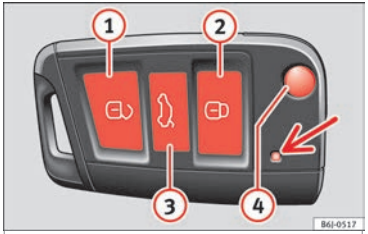

Rys. 135 Przyporządkowanie przycisków na kluczyku z pilotem.
Używając przycisku ④ ››› **rys. 135** na pilocie, zwalnia się trzpień kluczyka.
Odryglowanie samochodu ››› **rys. 135** ①.
Ryglowanie samochodu ››› **rys. 135** ②.
Odryglowanie pokrywy bagażnika. Nacisnąć przycisk ››› **rys. 135** ③ aż na krótko zaświecą się wszystkie kierunkowskazy. Po naciśnięciu przycisku odryglowania ③ pozostają 2 minuty na otwarcie drzwi. Po upływie tego czasu drzwi zostaną ponownie zaryglowane.
Zamiga również wskaźnik baterii na pilocie ››› **rys. 135** (strzałka).
– Nacisnąć przycisk 🔓 (2) ››› rys. 135 na pilocie.
– Nacisnąć przycisk 🔒 (1) ››› rys. 135 na pilocie.
– Nacisnąć przycisk ››› **rys. 135** na pilocie, aby odryglować wszystkie drzwi i pokrywę bagażnika.
– Nacisnąć przycisk ››› **rys. 135** na pilocie, aby zaryglować wszystkie drzwi i pokrywę bagażnika lub przekręcić kluczyk w drzwiach, aby zaryglować wszystkie drzwi i pokrywę bagażnika.